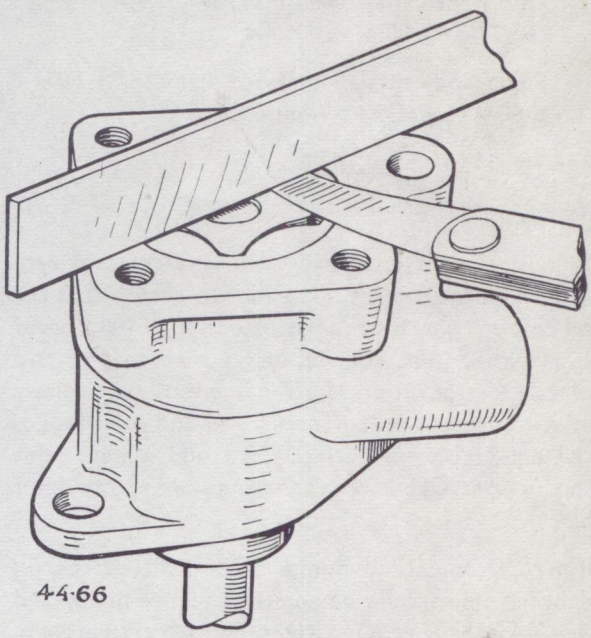

Fig. 10. *Checking end float of oil pump rotors*
1. End clearance between the inner and outer rotor ring, and pump body. This must not exceed ·003" (·076 mm.) when measured with a feeler and straight edge as illustrated in Fig. 10.